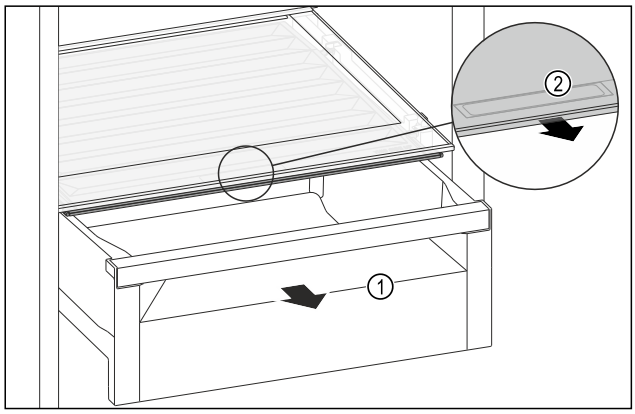

Fig. 191
▶ Pull out the drawer *Fig. 191 (1)*.
▶ Grasp the recessed grip *Fig. 191 (2)* on the compartment lid and pull the compartment lid forwards at the same time.